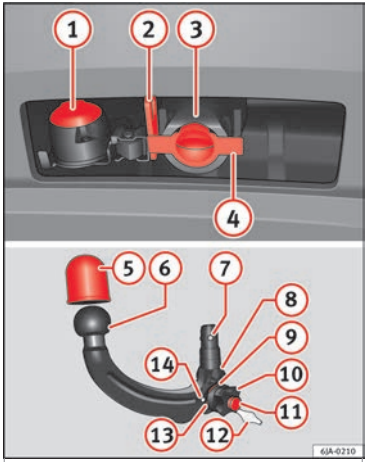

Fig. 99 Towing bracket device support for hitching/ball-headed bar.
Key to **››› Fig. 99**
– Remove the cap from the clamping bush (4) ››› **Fig. 99** by pulling downwards.
– Place the cover over the clamping bush (4) ››› **Fig. 99**.